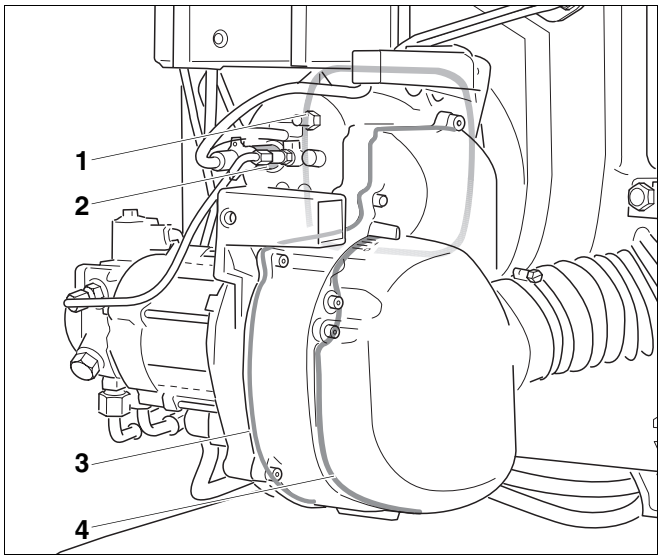

Rys. 44 Dodatkowe uszczelnienie Logatop BE RLU
– Płaska uszczelka od strony kołnierza palnika (rys. 44, **poz. 1**)
– Uszczelka od strony tłumika dźwięku (rys. 44, **poz. 4**)
– Dno obudowy z okrągłym sznurem uszczelniającym (rys. 44, **poz. 3**).
– Uchwyt do zamocowania czujnika zaniku płomienia (rys. 44, **poz. 2**).